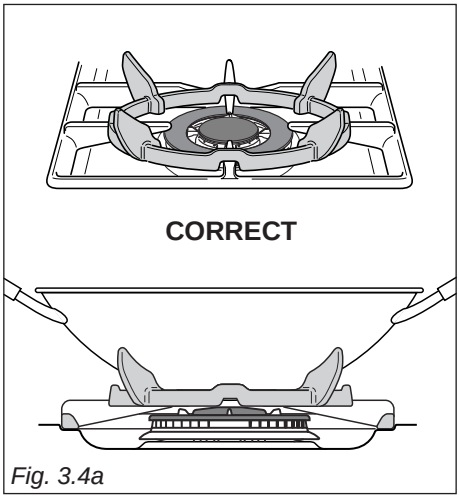
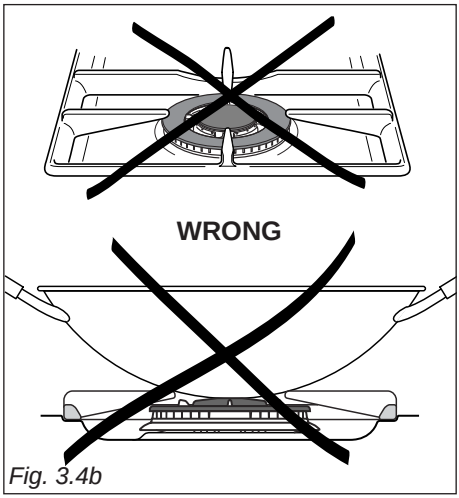
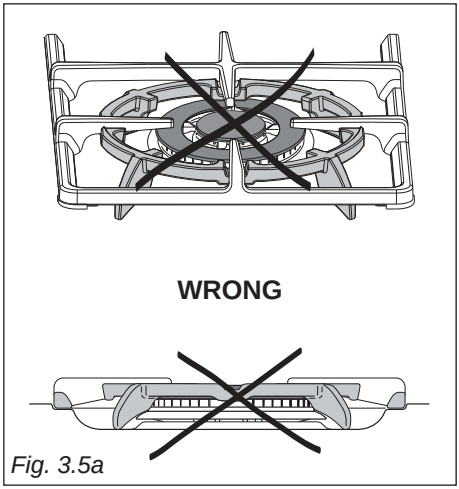

Fig. 3.4a
Fig. 3.4b
Fig. 3.5a
When using a WOK, the supplied wok stand **must** be placed onto the pan stand to avoid any faulty operation of the double-ring burner (fig. 3.4a). The wok **should not** be placed directly onto the pan support without the use of the supplied wok stand (fig. 3.4b).
When using the wok stand it MUST ONLY BE PLACED over the pan support for the double-ring compact burner (fig. 3.4a). **Under no circumstances should the wok stand be placed under the pan supports** (figs 3.5a - 3.5b). Incorrect placement of the wok stand in this manner may impinge the flame resulting in incomplete combustion and give rise to harmful levels of Carbon Monoxide (CO).